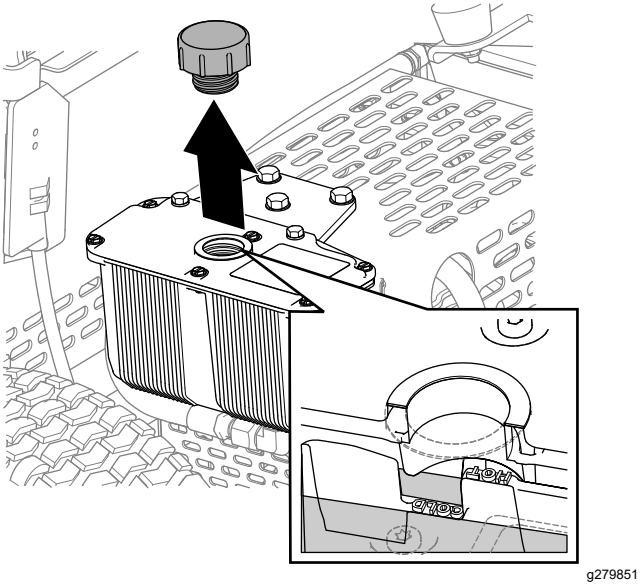

Rysunek 36
3. Odkręć korek i sprawdź poziom oleju hydraulicznego w zbiorniku (Rysunek 36).